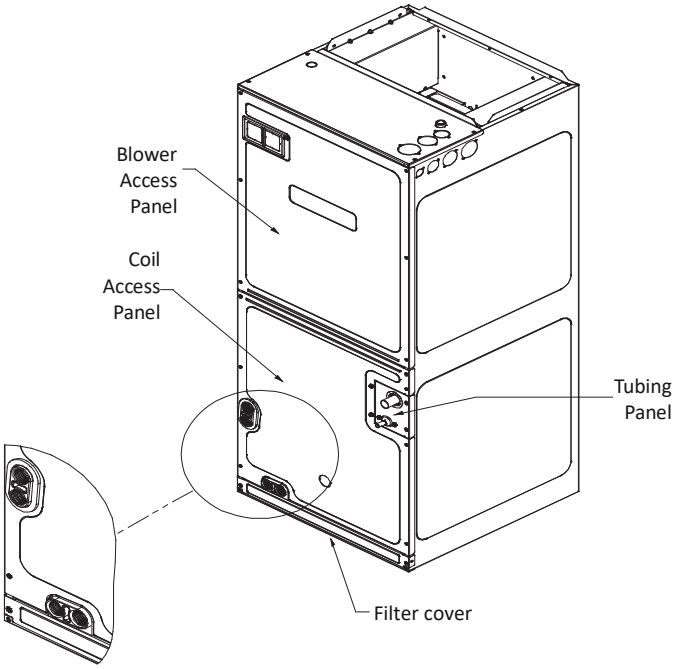

Figure 2A
1. Before inverting the air handler, remove blower access panel and coil access panel. The coil access panel and tubing panel may remain screwed together during this procedure. Remove and retain the seven (7) screws securing the coil access panel to the cabinet and the six (6) screws securing the blower access panel to the cabinet (See Figure 2A).
10. Reinstall the coil access panels and reinstall blower access panel removed in Step 1 as shown in Figure 2A.